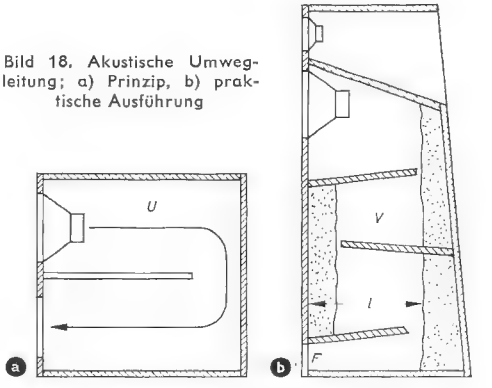

Bild 18. Akustische Umwegleitung; a) Prinzip, b) praktische Ausführung
Bei der akustischen Umwegleitung (Bild 18), die auch als akustisches Labyrinth bezeichnet wird, handelt es sich grundsätzlich um ein sehr tiefes, offenes Gehäuse. Die Gehäusetiefe mit der Weglänge U ist nach Gl. (21) ein Maß für die untere Grenzfrequenz
Gibt man dem Gehäuse eine Form nach Bild 18, so gelangt die rückwärtige Strahlung bei $U = \lambda/2 = c/2\,f$ gleichphasig nach vorn und addiert sich zur vorderen Lautsprecherstrahlung. Das erklärt den hohen Wirkungsgrad in diesem Bereich.